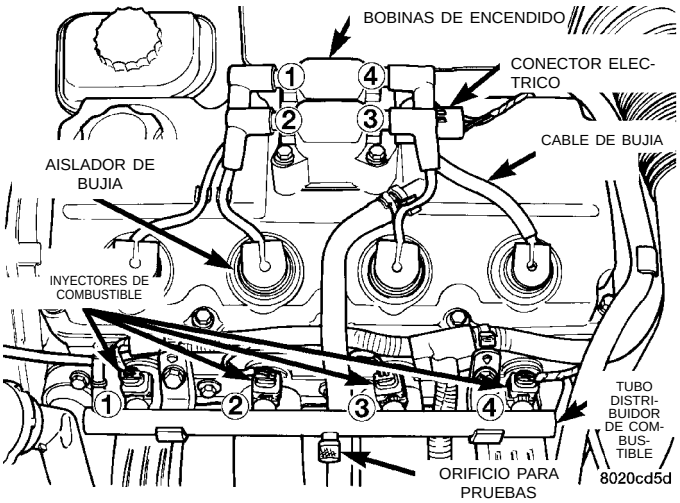

Fig. 11 Orificio de prueba de presión de combustible—Característico
(1) Desconecte el cable del negativo de la batería.
(2) Retire el tapón de la boca de llenado de combustible.
(3) Retire la tapa protectora del orificio para pruebas de presión, situado en el tubo distribuidor de combustible (Fig. 11).